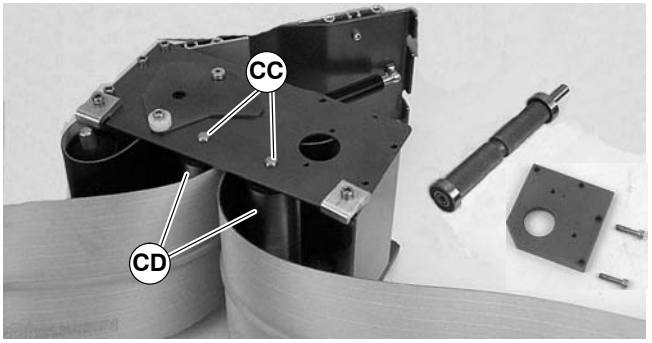

Figure 47
- For 127 mm or wider conveyor, depress both sides of each spring-loaded shaft (CC of Figure 47). Remove pulleys (CD).